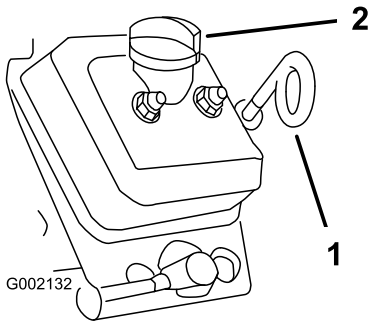

Figuur 42
8. Maak de omgeving van de oliepeilstok, vuldop en vulbuis schoon, en neem de peilstok eruit (Figuur 42).
9. Verwijder de vuldop en giet geschikte olie in de vulbuis totdat het oliepeil de Vol-markering op de peilstok heeft bereikt (Figuur 42).
10. Steek de peilstok volledig in de peilstokbuis, neem de peilstok eruit en controleer het oliepeil (Figuur 42).
11. Breng de peilstok in de peilstokbuis en monteer de vuldop op de vulbuis; zorg ervoor dat de peilstok en de dop stevig vastzitten (Figuur 42).